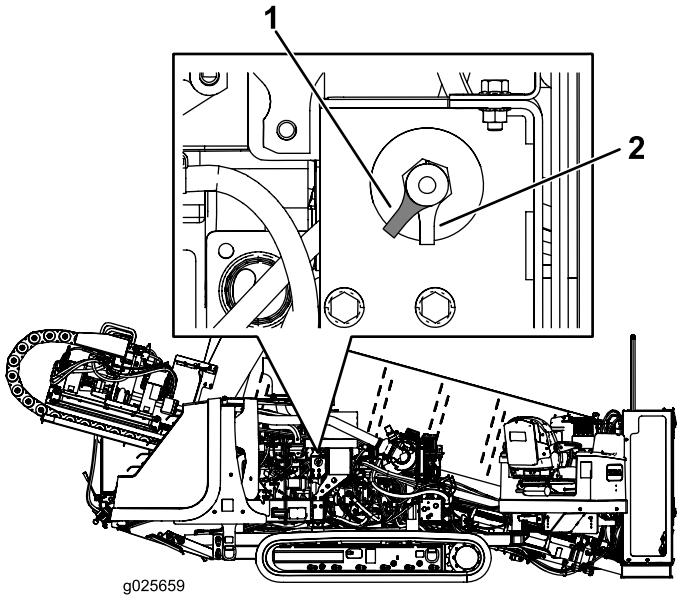

Figure 50
- Pour mettre la machine sous tension, tournez le sectionneur de batterie dans le sens horaire à la position activée (Figure 50).
- Pour mettre la machine hors tension, tournez le sectionneur de batterie dans le sens antihoraire à la position désactivée (Figure 50).